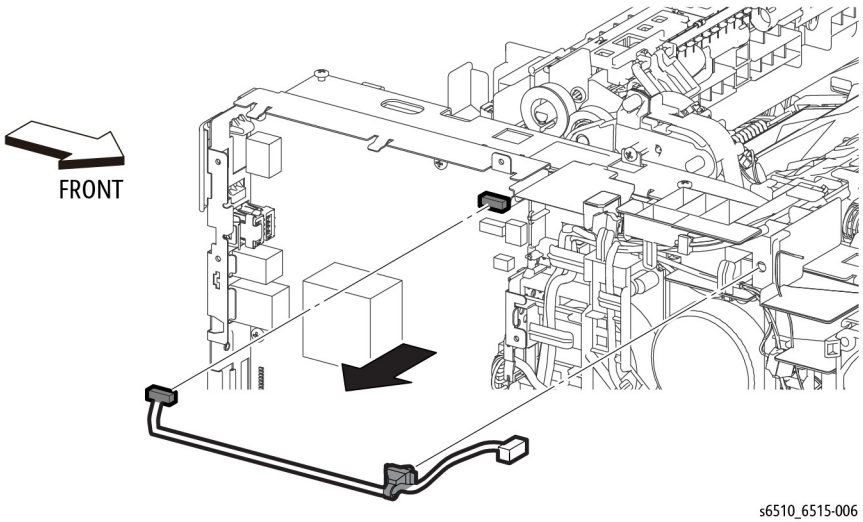

Figure 1 Remove the UI Harness Assembly (SFP)
5. Refer to Figure 1 to unplug the lower end of the UI Harness from the ESS Board.